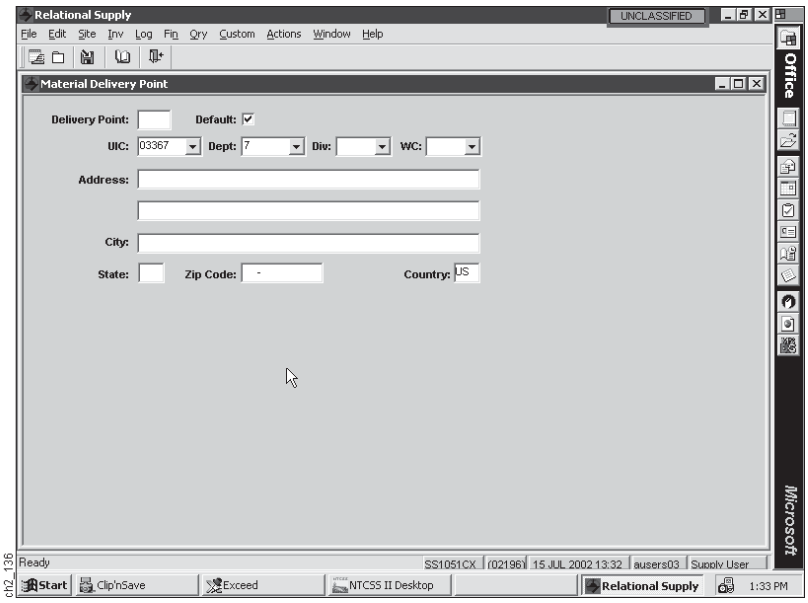

Figure 2-48
(1) **Step 1.** Select the Insert Option from the Icon Menu Bar. The Material Delivery Point Details Screen below (Figure 2-48) will appear.